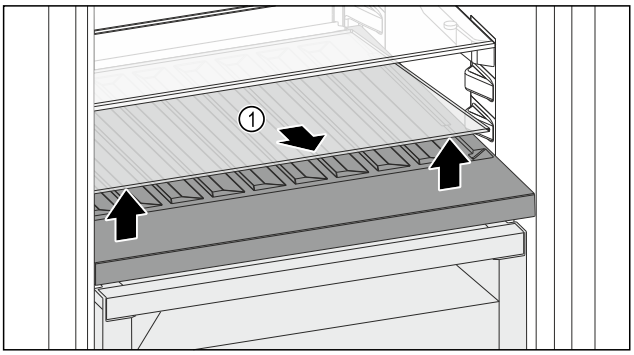

Fig. 172
▶ Lift the glass shelf *Fig. 172 (1)* at the front and remove.
▶ Store the glass shelf *Fig. 172 (1)* in a safe place outside the appliance.